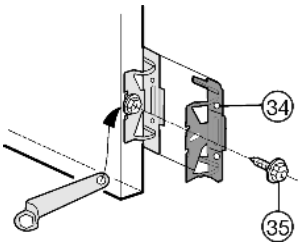

Fig. 11
▶ Прикрутите все крепежные уголки *Fig. 11 (34)*винтами с шестигранной головкой *Fig. 11 (35)* на дверце устройства, используя предварительно просверленные отверстия.
▶ установите третью пару крепежных уголков *Fig. 11 (34)*.